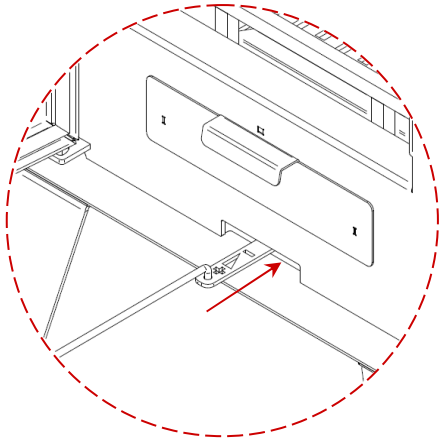

Figura 12 - Regulador de aire en posición de aire primario cerrado
- Después del encendido, y para una buena combustión, el regulador debe estar en (-), como se puede ver en la Figura 12.